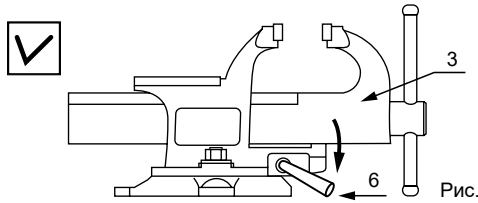

Рис. 3
Перед тем как свободно перемещать подвижную губку (3) необходимо перевести рычаг (6) по часовой стрелке до упора в режим быстрого перемещения (Рис. 3).